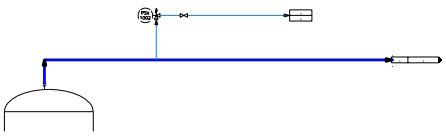

Figure 2-87 *Location of utility connector and off page connector*
4. Choose the **Utility Connector** tool from the **Off Page Connectors and Tie-In Symbol** area of the **Non-engineering** tab of the **TOOL PALETTES - P&ID PIP** and place then at the locations shown in Figures 2-87 and 2-88.